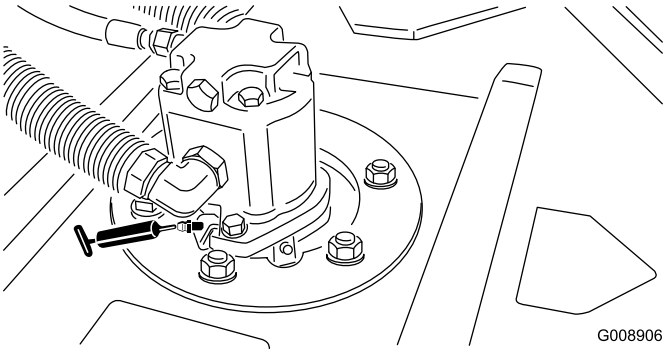

Figur 48
- Klippeenhedens spindelaksellejer (2 pr. klippeenhed) (Figur 48)